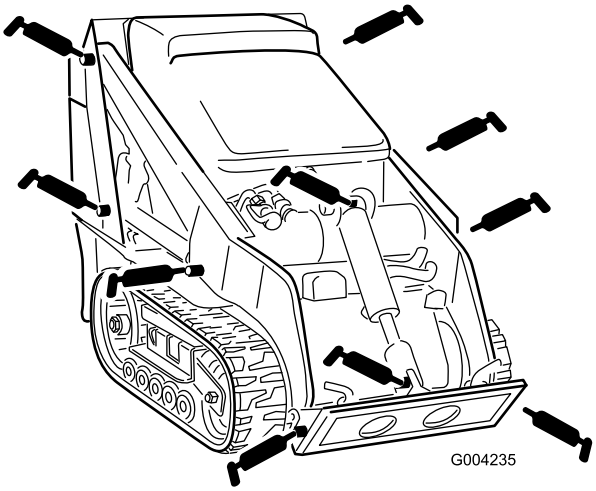
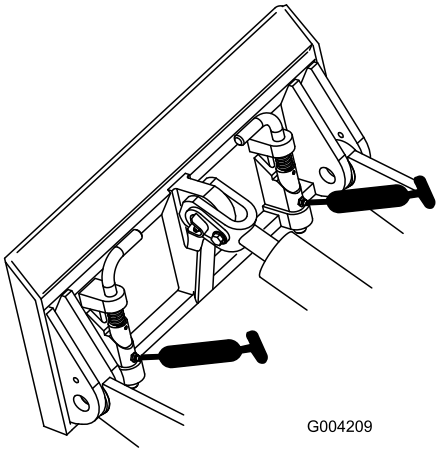

Rysunek 31
Rysunek 32
3. Podłącz smarownicę do obu smarowniczek (Rysunek 31 i Rysunek 32).